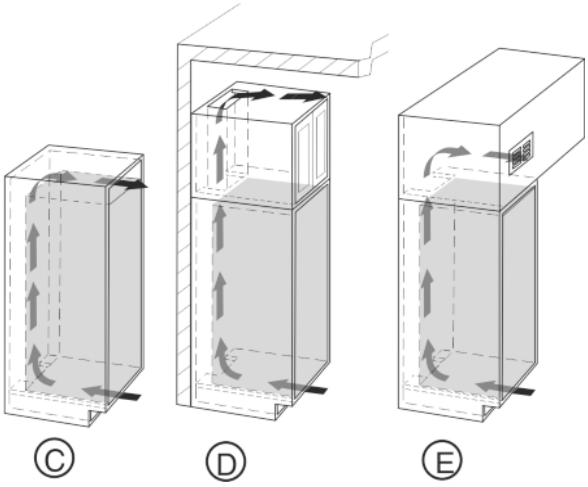

*Fig. 7*
- The top ventilation gap can be set up either directly above the appliance with an optional ventilation grid *Fig. 7 (C)* near the ceiling, above the cabinet *Fig. 7 (D)* or as an air vent in a false ceiling *Fig. 7 (E)*.